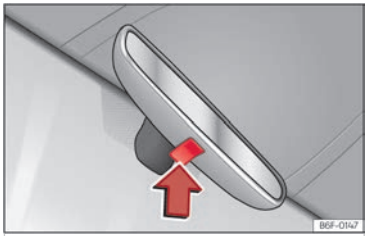

Fig. 111 Retrovisor antideslumbrante manual.
- Para oscurecer el retrovisor pulse la tecla del espejo hacia arriba ››› **fig. 111** (flecha).